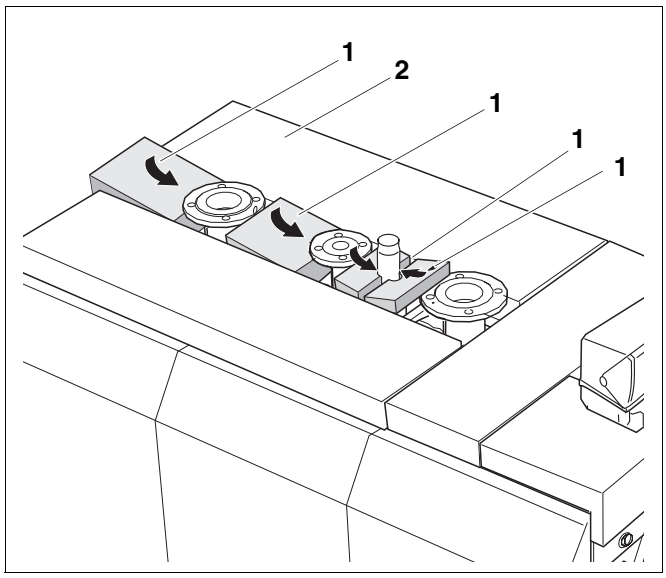

Fig. 41 Montaggio degli inserti
Fate attenzione alla larghezza degli inserti (fig. 41, **pos. 1**), affinché questi passino tra le coperture caldaia laterali.
- Mettere gli inserti (fig. 41, **pos. 1**) tra le coperture caldaia laterali (fig. 41, **pos. 2**).